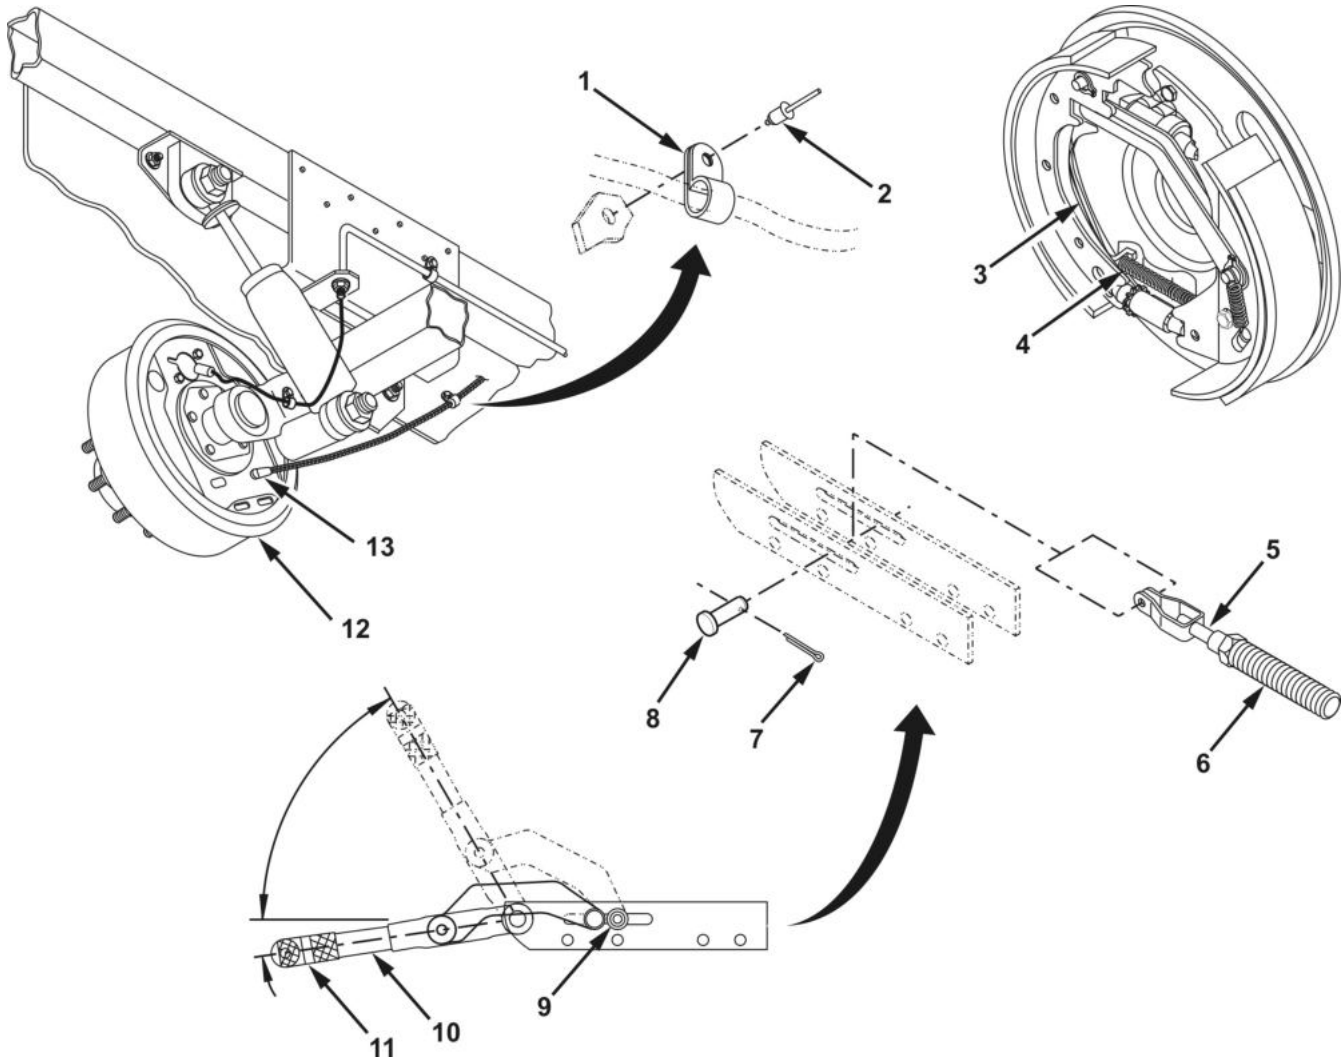

Figure 1. Handbrake Cable and Sheath Removal and Installation.
2. Turn adjustment knob (Figure 1, Item 8) counterclockwise on handbrake lever (Figure 1, Item 7) to loosen handbrake cable.
3. Remove cotter pin (Figure 1, Item 3) and clevis pin (Figure 1, Item 6) securing handbrake cable end (Figure 1, Item 4) to handbrake lever (Figure 1, Item 7). Discard cotter pin (Figure 1, Item 3). Check clevis pin (Figure 1, Item 6) for damage. Replace if defective.
4. Remove handbrake cable end (Figure 1, Item 4) from handbrake lever (Figure 1, Item 7).
5. Disconnect handbrake cable end (Figure 1, Item 2) from parking brake link (Figure 1, Item 1).
6. Disconnect handbrake cable sheath (Figure 1, Item 5) from backing plate (Figure 1, Item 9).
7. Remove rivet (Figure 1, Item 11) and clamp (Figure 1, Item 10) securing handbrake cable sheath (Figure 1, Item 5) to frame. Remove clamp (Figure 1, Item 10) from cable sheath (Figure 1, Item 5). Discard rivet.
8. Remove handbrake cable end (Figure 1, Item 4) and handbrake cable sheath (Figure 1, Item 5) from frame.
1. Connect handbrake cable end (Figure 1, Item 2) to parking brake link (Figure 1, Item 1).
2. Install new rivet (Figure 1, Item 11) and clamp (Figure 1, Item 10) securing handbrake cable sheath (Figure 1, Item 5) to frame.
3. Install handbrake cable end (Figure 1, Item 4) and handbrake cable sheath (Figure 1, Item 5) to frame.
4. Connect handbrake cable sheath (Figure 1, Item 5) to wheel backing plate (Figure 1, Item 9).
5. Connect handbrake cable end (Figure 1, Item 4) to handbrake lever (Figure 1, Item 7) with clevis pin (Figure 1, Item 6), and install new cotter pin (Figure 1, Item 3).